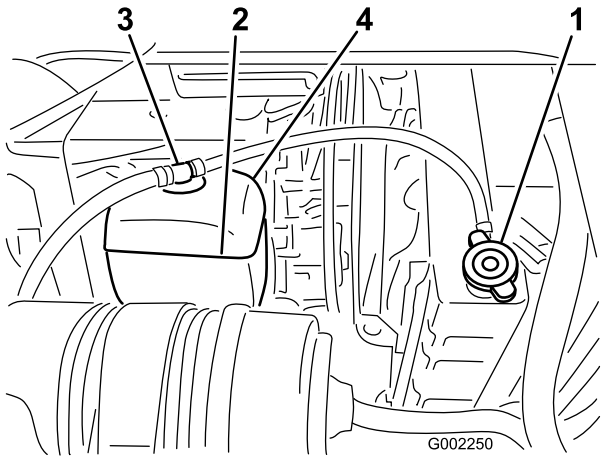

Figur 54
2. Når motoren er afkølet, fjernes kølerdækslet (Figur 54).